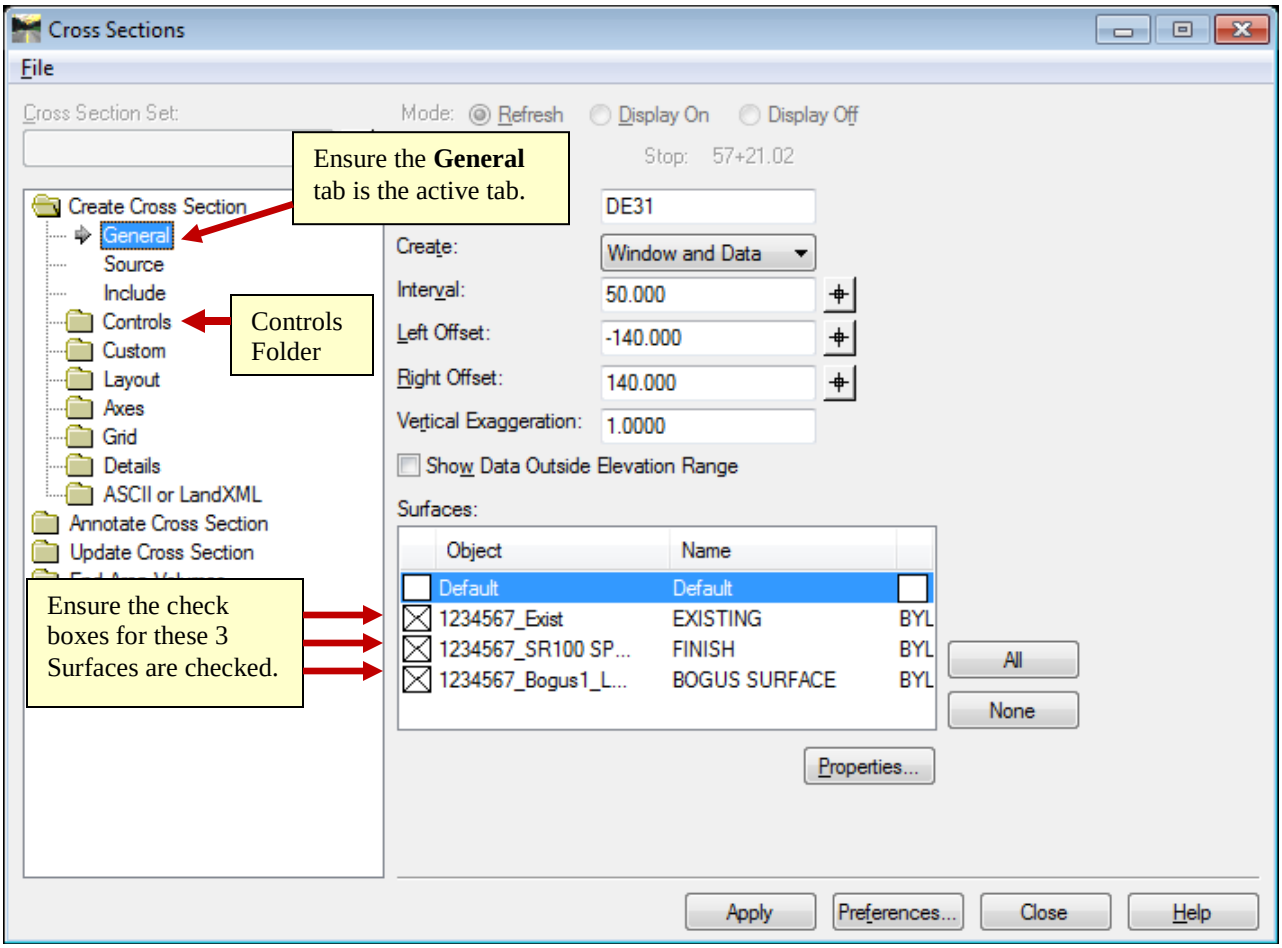
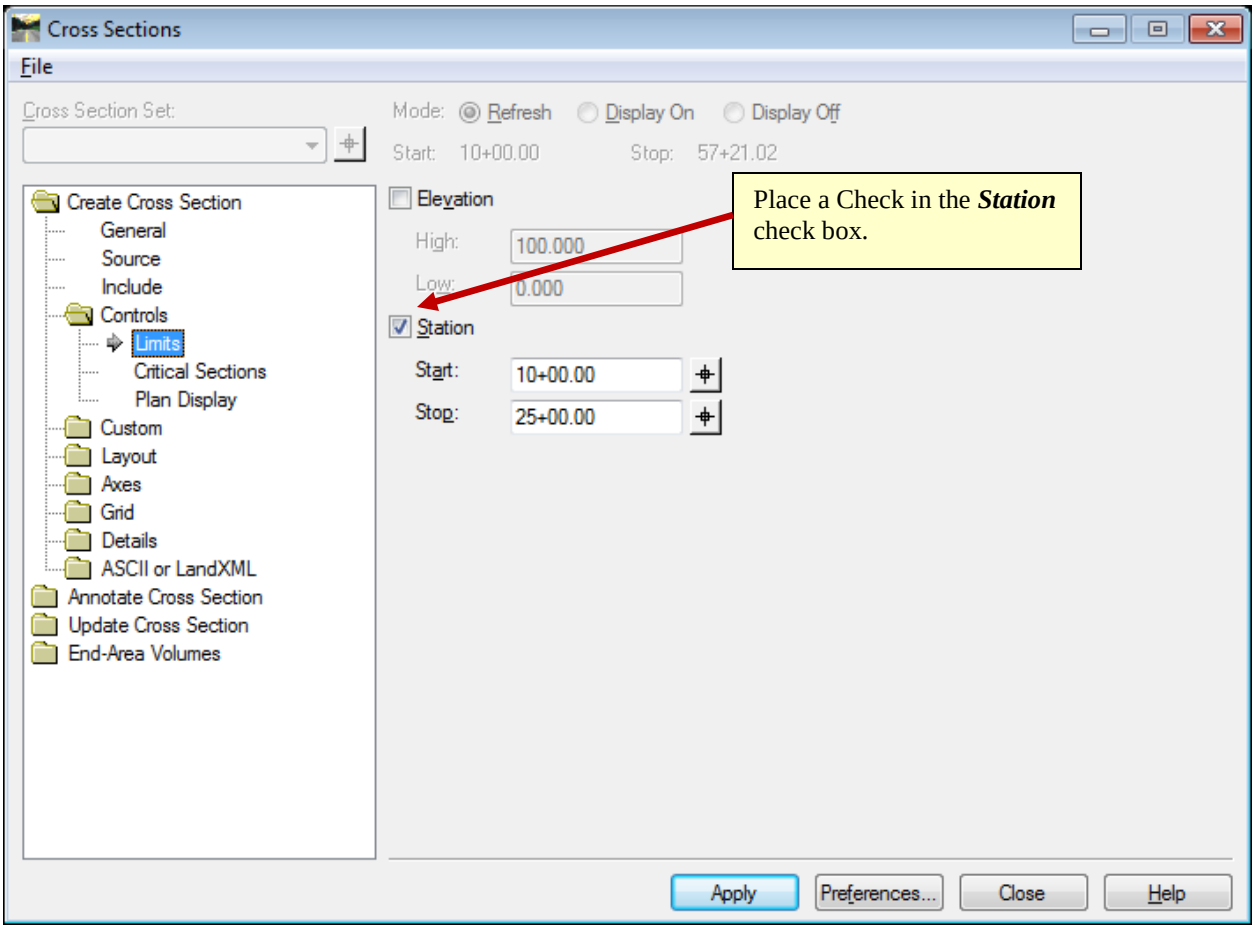
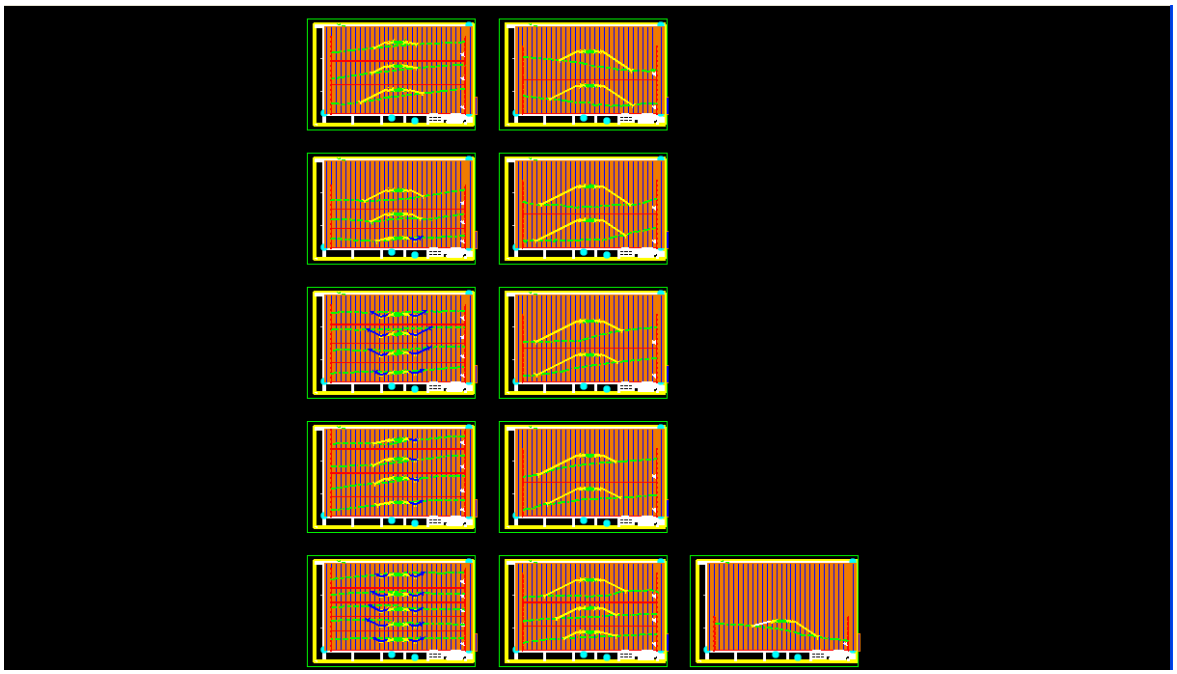

Figure L9-6 Create Cross Section
Figure L9-7 Create Cross Section
Figure L9-8 MicroStation View Window
25.	**Select the Surfaces to View on the Cross Section Sheets.** • In the **Cross Sections** dialog, click the **General** tab to ensure it is the active tab as shown in *Figure L9-6*. • Ensure the check boxes for the following Surfaces are checked as shown in *Figure L9-6*. o ***1234567_Exist*** o ***1234567_SR100 SPUR_Lab9*** o ***1234567_Bogus1_Lab9***
26.	**View Only Stations 10+00 to 25+00.** • In the **Cross Sections** dialog, click the **Controls** folder identified in *Figure L9-6*. • Highlight the **Limits** tab as shown in *Figure L9-7*. • Place a Check in the **Station** check box as shown in *Figure L9-7*. • Key-in ***10+00*** for the **Start:** station and ***25+00*** for the **Stop:** station as shown in *Figure L9-7*. • Click **Apply**. • You are prompted in the bottom left corner of the MicroStation Window to **>Identify Location**. Left click anywhere in the MicroStation Window. • Click **Close** to close the **Cross Sections** dialog. • In MicroStation, click the **Fit View** icon ( ). • Ensure your view in MicroStation matches that shown in *Figure L9-8* and that only Stations **10+00** to **25+00** were drawn. • Do **not** clear the MicroStation Window. The Graphics will be needed for Lab 9C.